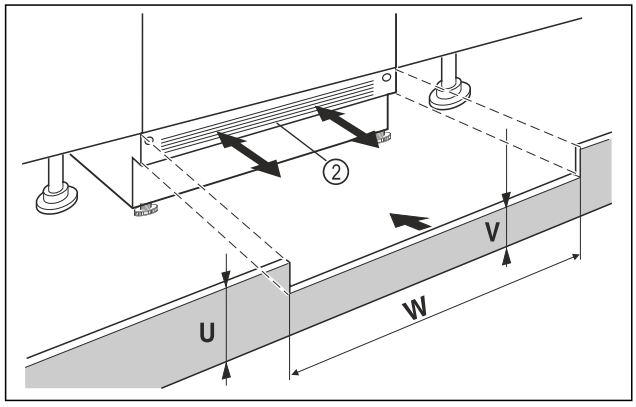

Fig. 16 Beispielhafte Darstellung
- ▶ Gerätesockelblende *Fig. 16 (2)* aufsetzen aber noch nicht fixieren.
- ▶ Bei sichtbarer Sockelblende *Fig. 16 (2)*, diese so weit nach vorn ziehen, dass Vorderkante Lüftungsgitter und Möbelsockelblende eine Ebene bilden.
- ▶ Bei verdeckter Sockelblende *Fig. 16 (2)*, diese ganz nach hinten schieben.
- ▶ Auf komplett freie Lüftungsschlitze achten: Bei Bedarf Höhe der Möbelsockelblende *Fig. 16 (U)* zuschneiden!
- ▷ Entlang der Nischenbreite *Fig. 16 (W)* die Steghöhe *Fig. 16 (V)* unter der Gerätesockelblende *Fig. 16 (2)* einpassen.